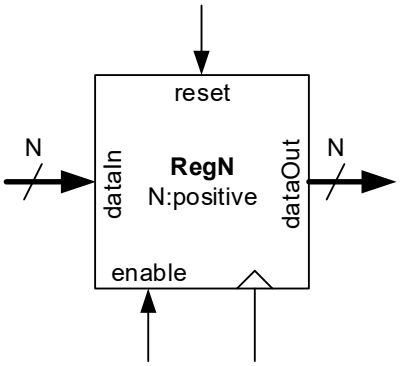

Figura 3 – Interface do módulo "RegN".
3. Construa em VHDL um registo, cuja interface é apresentada na Figura 3. O número de bits de entrada e de saída são parametrizáveis com base na constante genérica "N" definida na respetiva entidade ("RegN"). Grave o ficheiro com o nome "RegN.vhd".